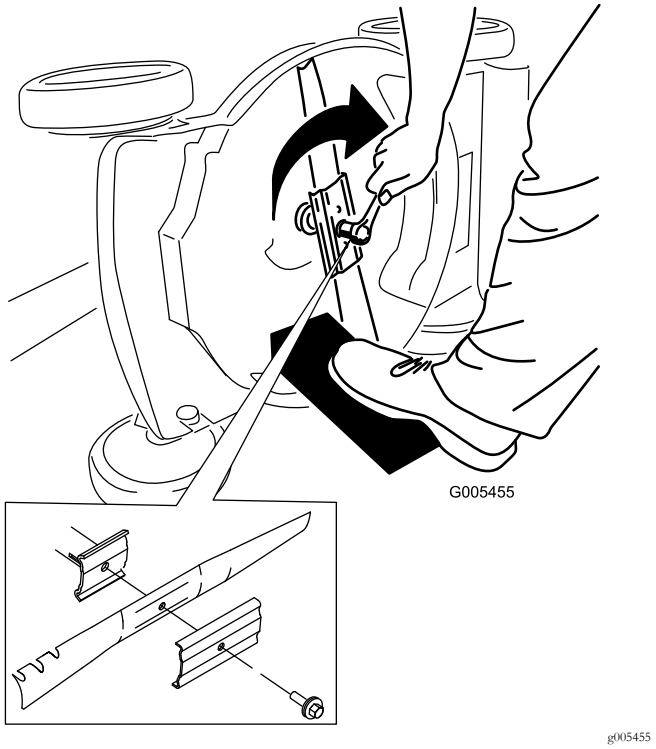

Figure 46
5. Montez la nouvelle lame et toutes les fixations (Figure 46).